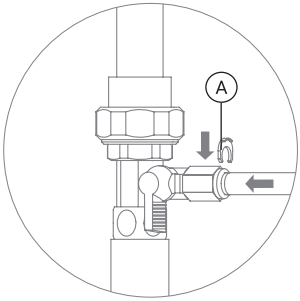

Рис. 6
3. Присоедините первую часть трубки 1/4" к фитингу адаптер-вентиля (см. раздел «Присоединение трубок»), (рис. 6).